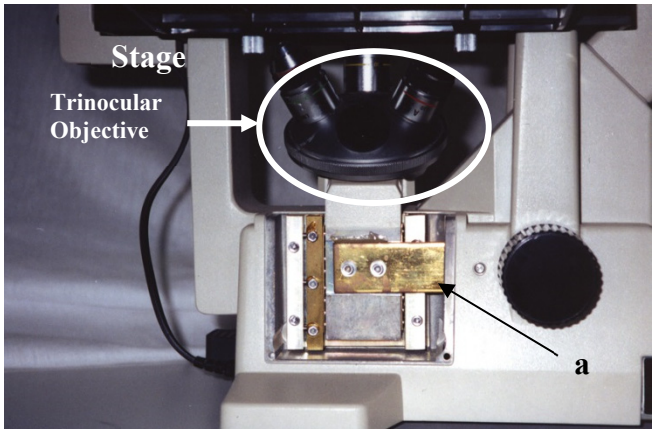

Figure 9. *Side view of an Olympus CK2 microscope; screw stop mechanism (a) will normally stop movement of the horizontal brass piece at its far right side*
1. *Adjust the vertical travel stop mechanism from the focus adjustment on your microscope*. Most microscopes have a screw mechanism to stop the vertical travel point relative to the stage (*a*, Fig. 9). A stop point prevents the objective from contacting the culture plate on the stage. If this stop mechanism is adjusted, the objective lens can travel further allowing the objective to focus on cells on the BioFlex® membrane. Different microscopes have different mechanisms for adjusting the distance for objective lens travel. If you are not sure of the location of your travel adjustment mechanism, contact your local microscope representative or the manufacturer for assistance.